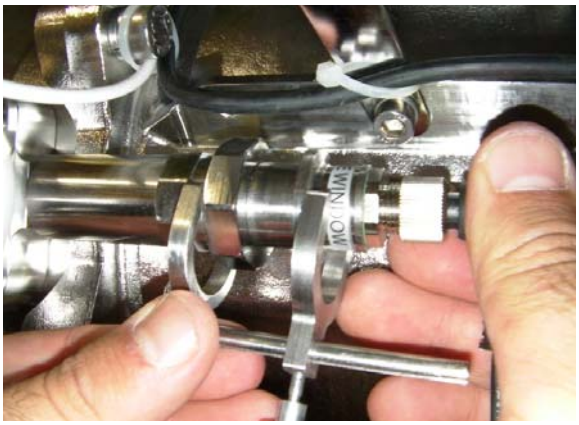

Figure 10-25: Adjusting the Reference sensor
Step 6. When you insert a Reference Master sensor or return a sensor to its place, using the set caliper (calibrated to the original UVIS sensor's position) adjust the sensor so that it is set to the position of the original. Refer to **Figure 10-25** to the left.